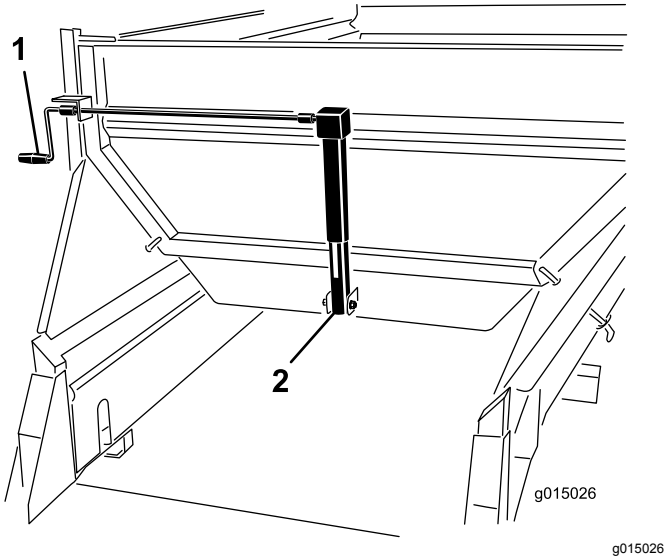

Rysunek 46
Obróć korbę, aby wyregulować śluzę (Rysunek 46), aż strzałka wyrówna się ze środkiem części w pożądanym kolorze (żółtym w tym przykładzie).
1. Obróć korbę, aby wyregulować śluzę (Rysunek 46), aż strzałka wyrówna się ze środkiem części w pożądanym kolorze (żółtym w tym przykładzie).